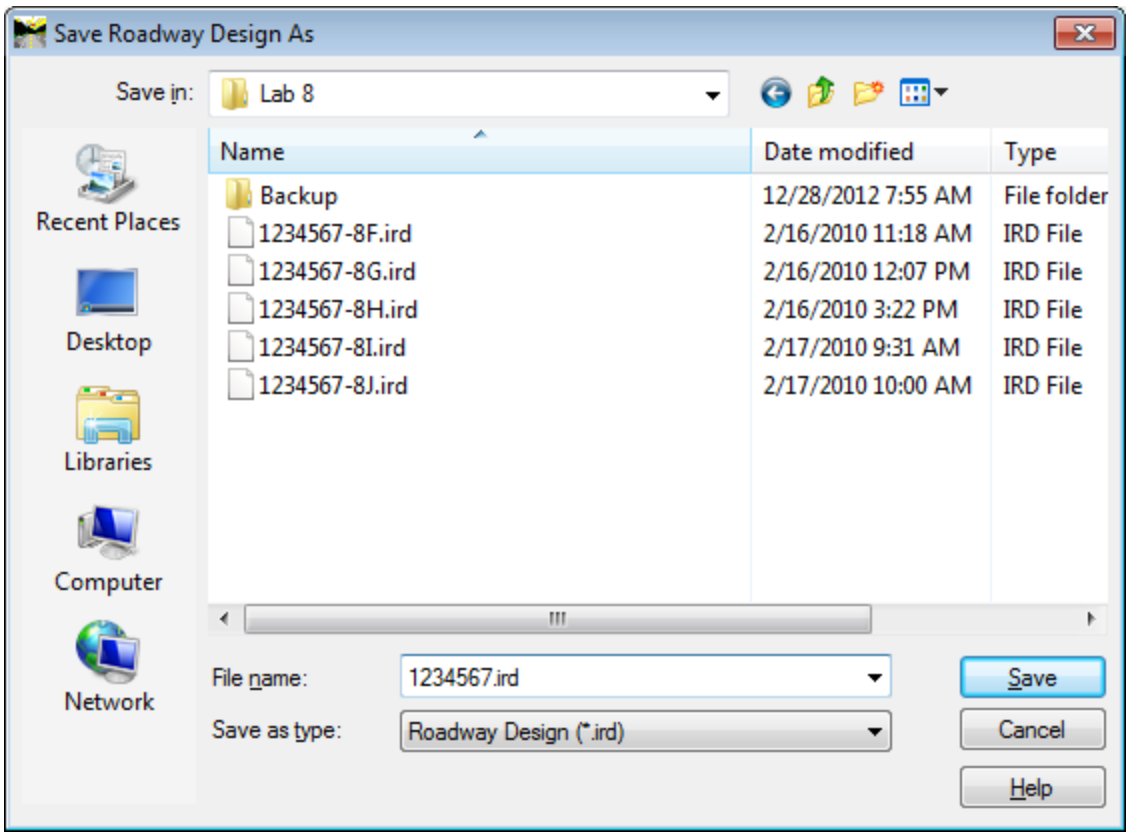

Figure L8-3 Save Roadway Design As Dialog
10.	**Create an InRoads Roadway Design (.IRD) and name it 1234567.ird** • In the **Roadway Designer** Window, select **File ► Save As**. • Navigate to **C:\InRoads Data\1234567\Design Labs\Lab 8**. • Enter a **File name:** of ***1234567.ird***. • Ensure your entries match those shown in *Figure L8-3*. • Click **Save.** *A new Roadway Design called 1234567.ird has been created.*